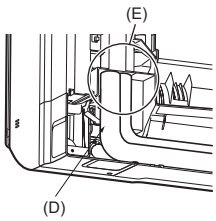

Abb. 3-10
6. Decken Sie den Aufweitungsanschluss mit der Rohrverkleidung des L-förmigen Anschlussrohrs (4) ab. (Abb. 3-10)
8. Decken Sie den Aufweitungsanschluss mit der Rohrverkleidung des L-förmigen Anschlussrohrs (4) ab. (Abb. 3-10)